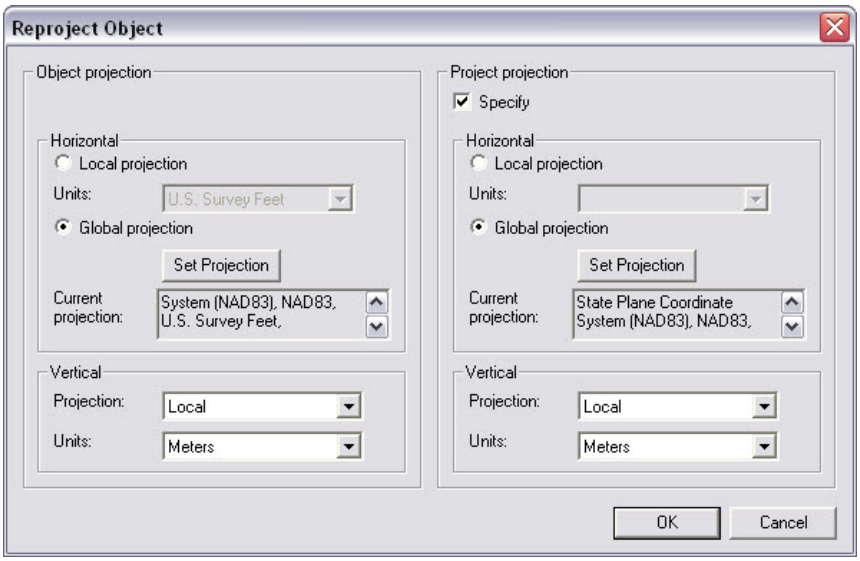

Figure 3. *Reprojection Options*.
2. Rt-click on the image name and select *Reproject* and set from State Plane feet to State Plane meters (Figure 3. Note, that the *Object Projection* should be set to State Plane NJ in feet, and the *Project Projection* specified all in meters.),